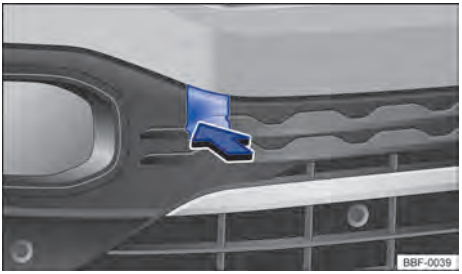
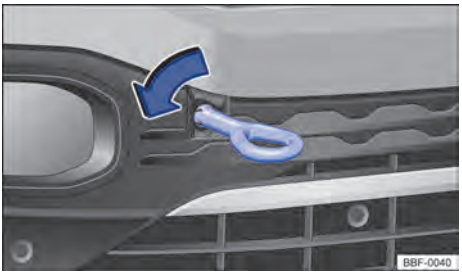

Fig. 152 No para-choque dianteiro à direita: soltar e remover a cobertura.
Fig. 153 No para-choque dianteiro à direita: rosquear a argola de reboque.
O alojamento para a argola de reboque rosqueável está localizado à direita do para-choque dianteiro, atrás de uma cobertura → Fig. 152.
- Pressionar na área inferior da cobertura → Fig. 152 ① para soltar o travamento da cobertura.
- Retirar a cobertura para frente ② e deixá-la pendurada no veículo.
- Rosquear a argola de reboque tão firme quanto possível **no sentido anti-horário** no alojamento → Fig. 153 ① → ⓘ. Utilizar um objeto apropriado com o qual a argola de reboque possa ser rosqueada com firmeza no alojamento.